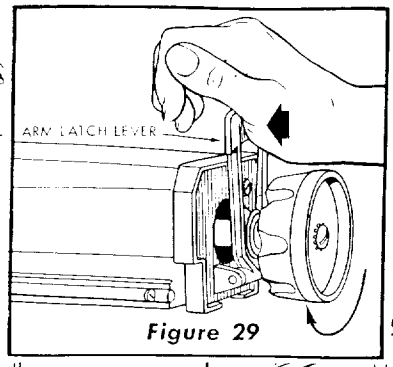

Figure 29
d. Pull the arm latch lever outward and move radial arm approximately 10° to the right. Release the arm latch lever and move radial arm slowly toward the left until it "indexes". Do not bump or jar the arm. Tap the arm latch lever solidly with palm of the hand (figure 29) in order to seat the arm lock pin firmly in the arm latch.